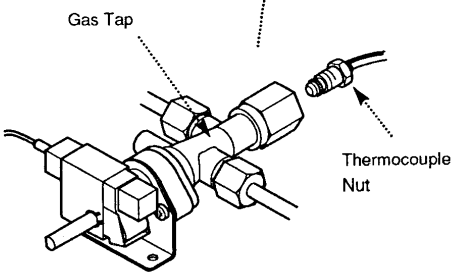

Fig. 58
3. Undo the thermocouple nut from the rear of the gas tap (Fig. 58) and remove the thermocouple from the burner tray.